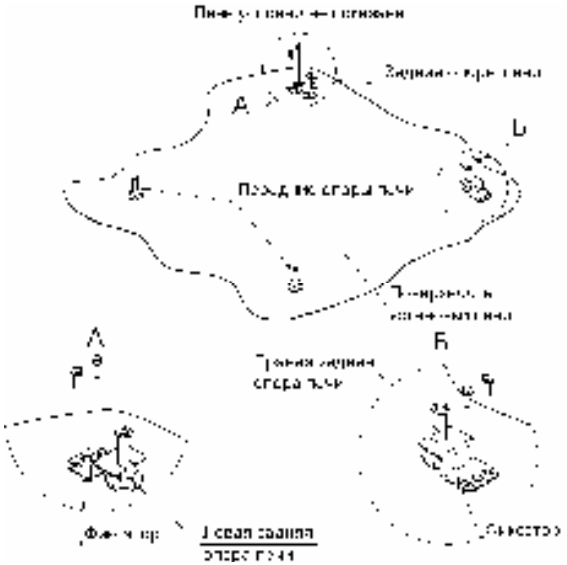

Рис. 2
Задние регулируемые опоры печи должны быть обязательно надёжно закреплены к поверхности, на которую установлена печь, при помощи фиксаторов, которые входят в комплект поставки аппарата и должны быть установлены, как показано на рис. 2.
4.12 Выставить печь по уровню, вворачивая или выворачивая регулируемые опоры, по окончанию регулировки закрепить задние опоры печи (см. рис.2).